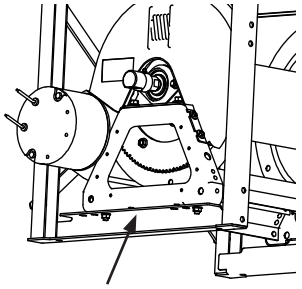

FIGURE 1: Open-end mounting brackets should face outward
- The stacking frames should be orientated so the hardware for mounting the bottom reel is easily accessed. The open-ended area of the foot of the stacking frame should be facing outward (see **FIGURE 1**). *Where space is limited, the open-ended area of the foot can face inward, however the hardware to mount the reel will not be easily accessible.*